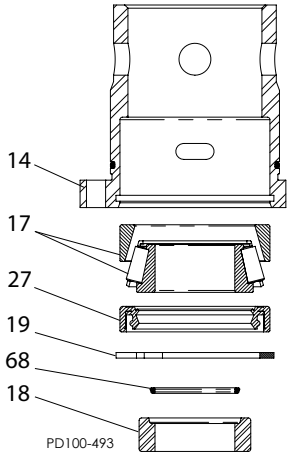

Afbeelding 43 - Druk de as van de achterste lager
2. Met het lagerhuis ondersteund, zoals weergegeven op Afbeelding 43, druk de as van de achterste lager (item 17), lagerhuis (item 14), o-ring van de afdichtingsmof (item 68) en afdichtingsmof (item 18).
3. Verwijder de borgring (item 19) van het lagerhuis en druk de achterste lagerschaal en de achterste lagerafdichting (item 27) van het lagerhuis.